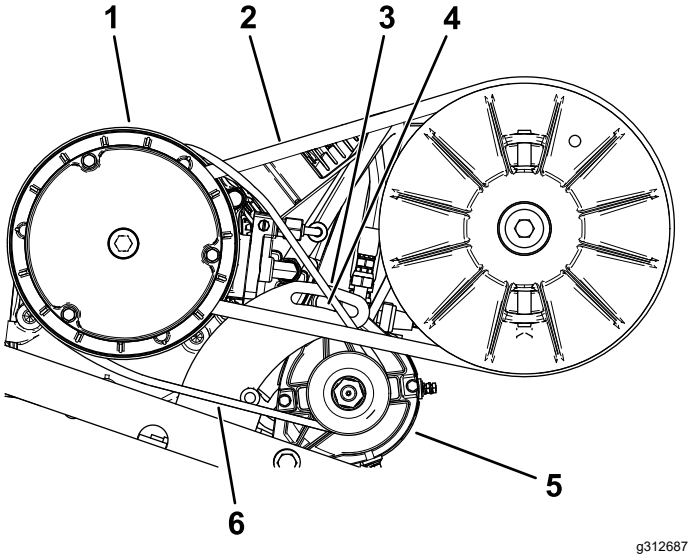

Figuur 67
2. Draai de ankerbout van de dynamo van de starter los (Figuur 67).
4. Duw het breekijzer naar beneden om de starter omlaag in de sleuf te draaien tot de riem niet meer dan 6 mm doorbuigt als u een kracht van 44 N·m uitoefent (Figuur 67).
5. Draai de kantelmoer met de hand vast en verwijder het breekijzer (Figuur 67).